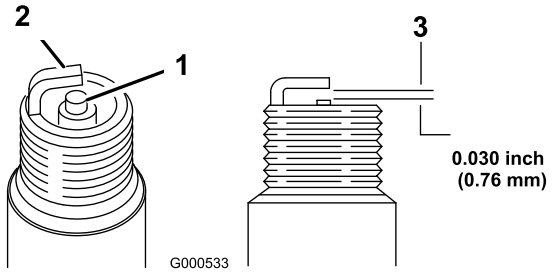

Figur 29
5. Juster åpningen på tennpluggen til 0,76 mm (Figur 29).